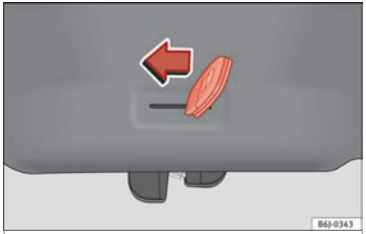

Fig. 6 Unlocking the rear lid manually.
- Insert the key blade into the groove and unlock the locking system, turning the key from right to left, as shown by the arrow ››› **Fig. 6**.